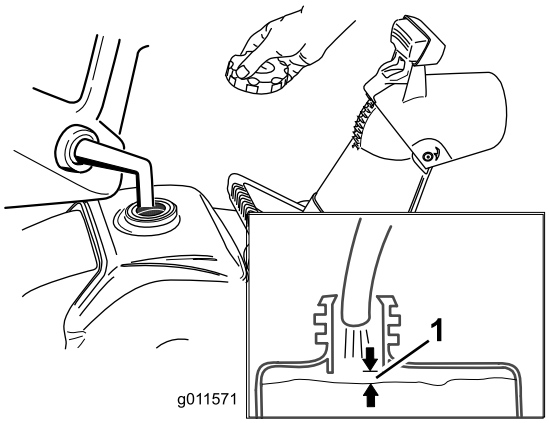

Figura 12
Riempite il serbatoio del carburante con benzina senza piombo fresca, con un numero di ottani pari o prossimo a 87, proveniente da una stazione di rifornimento di buona marca (Figura 12).
1. Accertatevi che il serbatoio della benzina non sia eccessivamente pieno (vedere Figura 12) e che il tappo del serbatoio sia ben saldo in posizione.